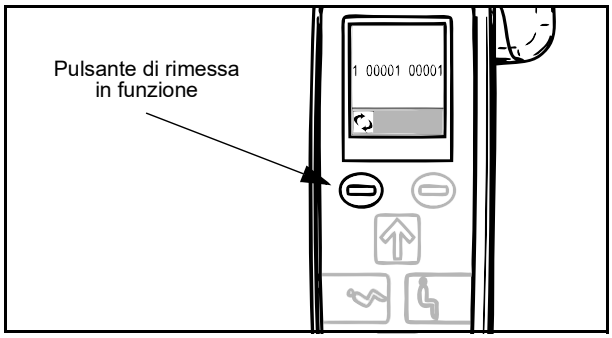

Fig. 3
3. Sulla schermata contatore utilizzi saranno visualizzate due colonne di cifre (vedere Fig. 3). Le cifre visualizzate rappresentano il tempo (in decimi di ora) in cui il motorino dell'attuatore è stato in funzione.